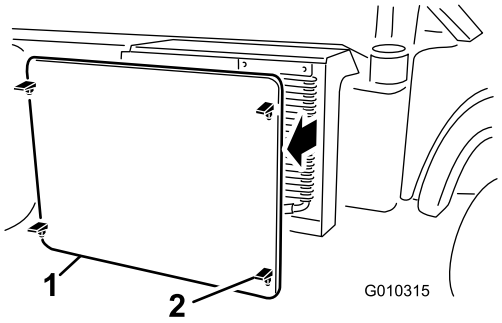

**Figur 58**
2. Løsn og fjern kølergitteret foran på køleren (Figur 58).